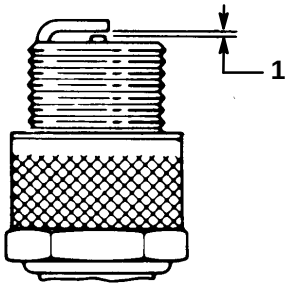

Figure 16
3. Set air gap at 0.032” (0.81 mm) (Fig. 16). Install correctly gapped spark plug and gasket seal. Tighten plug firmly to 10 ft–lb (13.6 N·m).